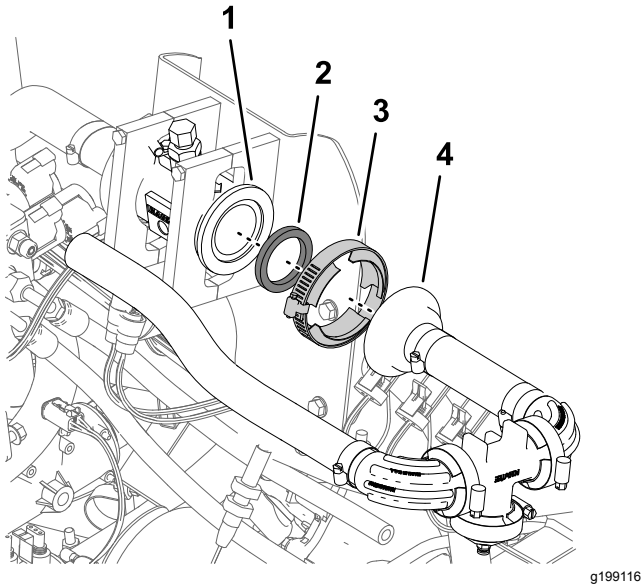

Figur 91
2. Stram flangeklemmen med hånden (Figur 91).